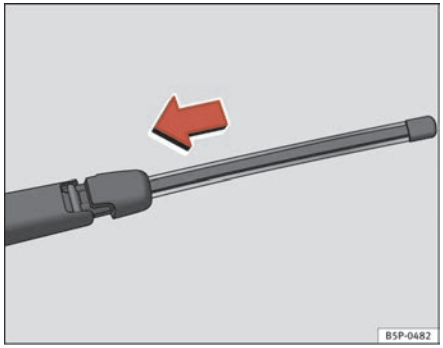

Fig. 166 Mount rear window wiper blade
– Place the blade as shown in the ⇒ page 225, fig. 166 and slide the adapter along until it fits into place.